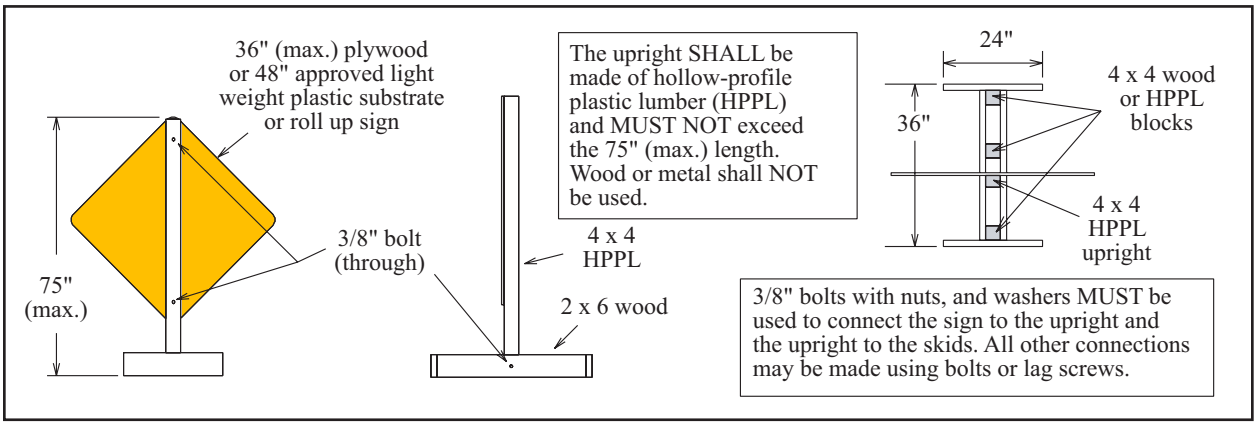

Figure J-7. Wood & HPPL short-term/short-duration H-leg sign support (1 foot mounting height)
- H-leg sign support (Figure J-7). This is the only short-term/short-duration sign support for which plywood may be used as a sign substrate. The plywood shall be 36 inches square by 1/2-inch thick.